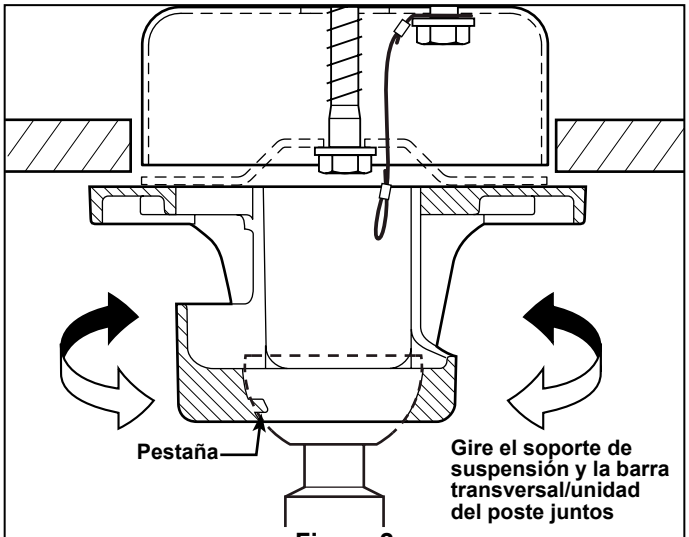

Figura 2
3. Cuelgue la barra transversal /unidad del poste (ensamblada anteriormente) en el soporte de suspensión. Asegúrese de que la ranura de la semiesfera esté colocada en la pestaña del soporte de suspensión. (Figura 2)
4. GIRE con cuidado el soporte de suspensión y la barra transversal/unidad del poste juntos para orientar el ventilador en la posición deseada. (Figura 2)